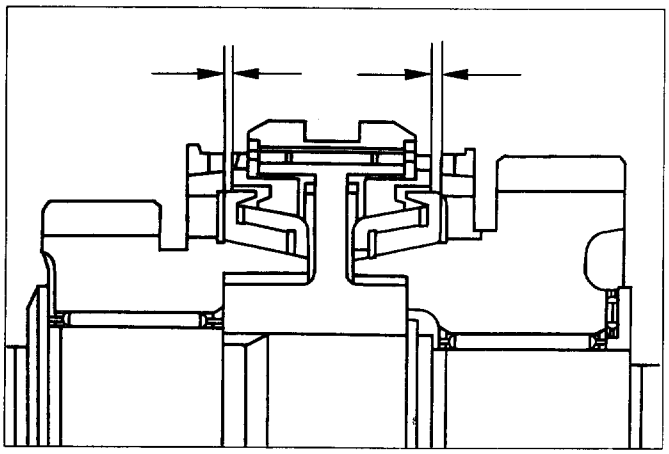

Fig. 7B-81
- Use a vernier caliper or thickness gauge to measure the clearance between the block ring and the insert (Fig. 7B-82).